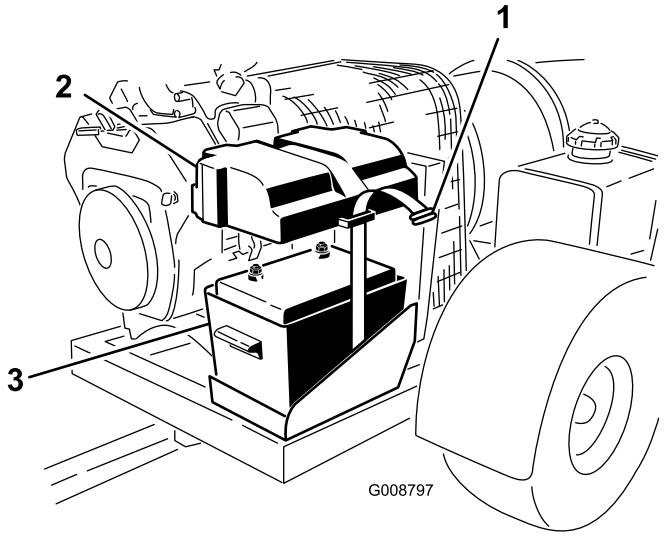

Figur 3
2. Fjern stroppen som fester batterideksel til batterikassen (Figur 3).